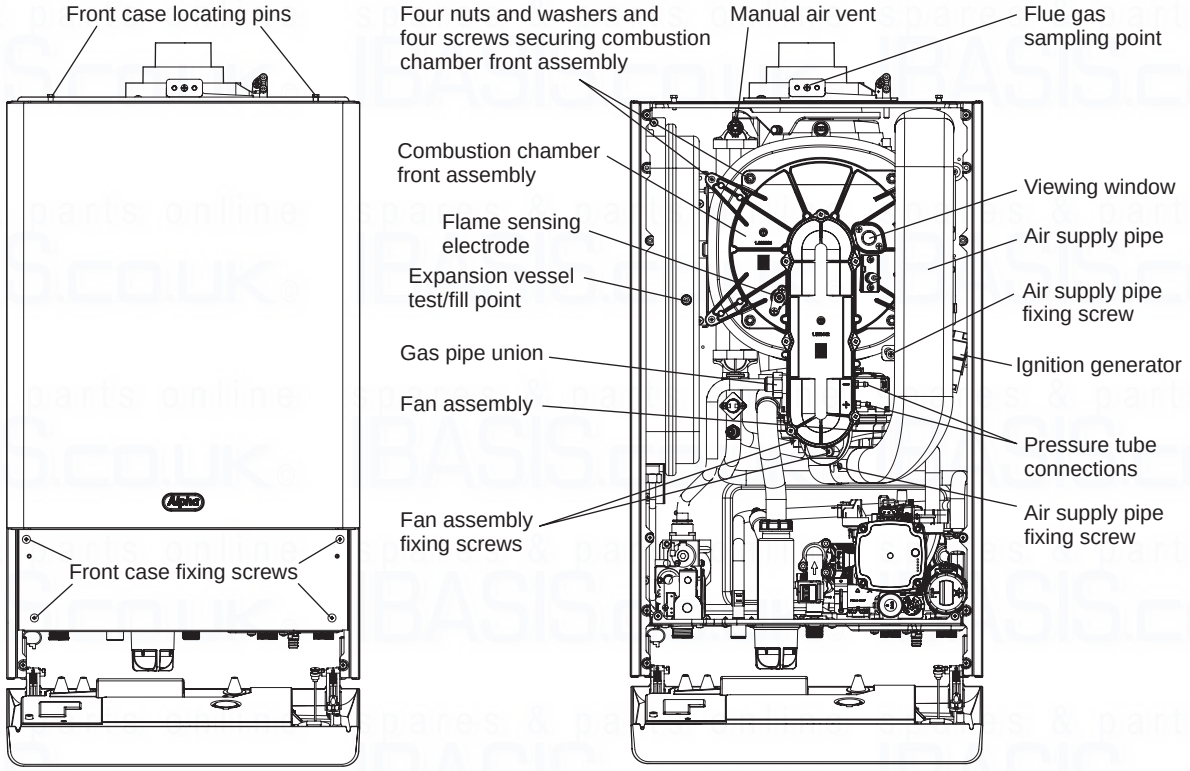

Fig. 6.1
Connect the flue gas analyser to the flue gas sampling point as shown in Fig. 6.1.
Notes: 1. Prior to servicing, it is recommended that a flue gas analyser is used to measure the performance of the boiler (refer to Fig. 6.1 for the position of the flue sampling point). If the CO/CO_2 ratio measured is greater than 0.003 **or** when other checks and comments from the customer have indicated that there may be problems, cleaning of the heat exchanger will be necessary. All Sections 6.1, 6.2, 6.3 and 6.4 **must** be carried out. Repeat the flue gas analyser test after reassembling the boiler and check that the CO/CO_2 ratio is less than 0.003.
3. Refer to Fig. 6.1 for location of flue sampling point.
6.2 PREPARE FOR SERVICING - Fig. 6.1
7.1 GENERAL ACCESS - Fig. 6.1
7.5 BURNER INJECTOR - Fig. 6.1
7.6 FAN - Fig. 6.1
2. Remove the two screws securing the air supply pipe (see Fig. 6.1) and remove the pipe.
3. Unplug the fan plug and remove the two screws securing the fan to the combustion chamber front (see Fig. 6.1).
2. Remove the screw securing the air supply pipe (see Fig. 6.1) and remove the pipe.